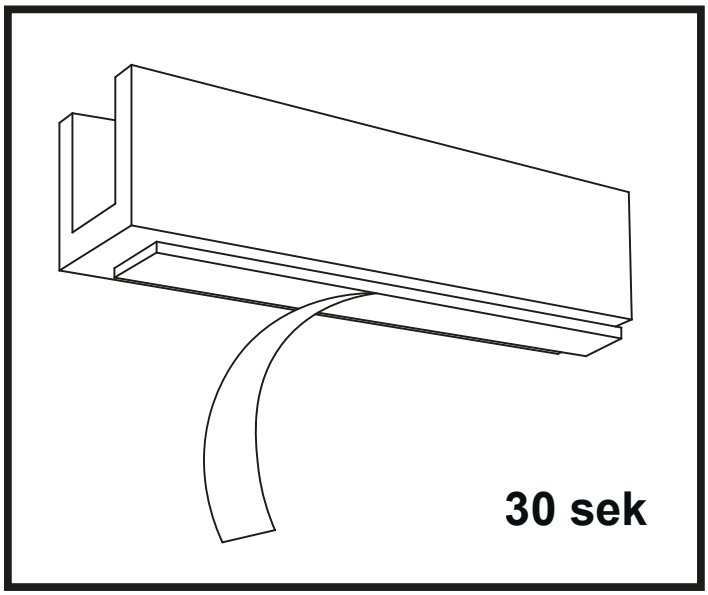

Abbildung 5
13. Entfernen Sie die Abdeckung vom doppelseitigen Klebeband auf der Leiste und legen Sie die Leiste an der markierten Stelle auf den Boden. Drücken Sie die Leiste fest an und halten Sie den Druck etwa 30 Sekunden lang aufrecht. (Abbildung 5)